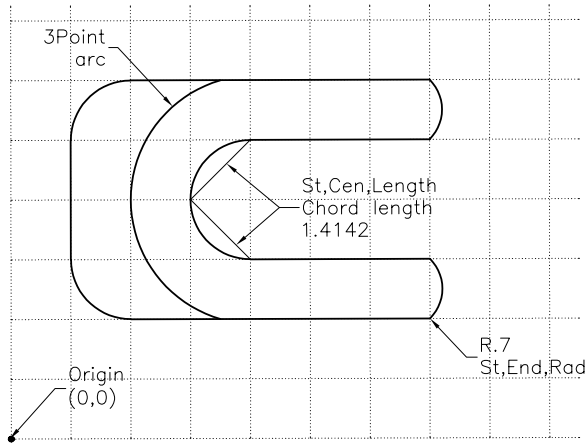

Figure 3-18 *Drawing for Exercise 5(b)*
b. Draw the profile shown in Figure 3-18. The distance between the dotted lines is 1.0 unit. Create the radii as indicated in the drawing by using the **Arc** tools.